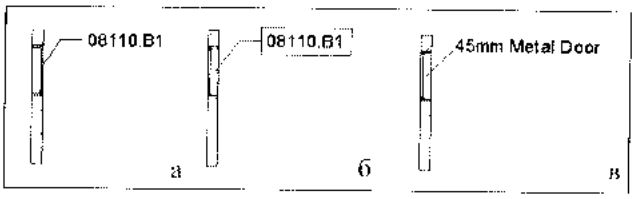

Рис. 33.10. *Типоразмеры ярлыков*
2. Выбрать на ленте в разделе **Element** вид ярлыка в области чертежа (рис. 33.10): *Keynote Number* – код ярлыка; *Keynote Number-Boxed* – код ярлыка в рамке; *Keynote Text* – текст ярлыка.
5. Нарисовать два сегмента выноски. Если элемент или материал уже имеет введенное в ярлык значение параметра, то оно появляется в марке автоматически. В противном случае открывается бокс **Keynotes** (см. рис. 33.10), в котором можно выделить значение ярлыка.